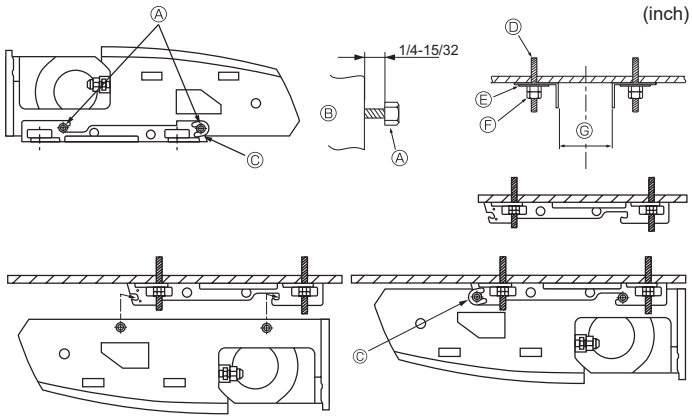

Fig. 3-7
2) Installer en premier le support de suspension au plafond (Fig. 3-7)